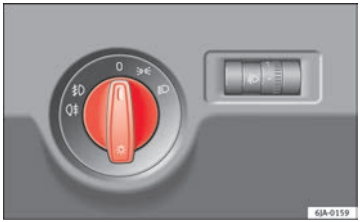

Fig. 54 Instrument panel: Light switch
The location of the controls of **right-hand drive** cars differs slightly from the location shown here ⇒ Fig. 54 ⇒ page 97. However, the symbols indicating the respective positions of the controls remain the same.
– Turn the light switch ⇒ Fig. 54 to position ≡D.
– Turn the light switch ⇒ Fig. 54 to position 0. ■
Turn the light switch ⇒ Fig. 54 ⇒ page 97 to position 0.
– Turn the light switch ⇒ Fig. 54 A ⇒ page 97 to position ≡⊂ and engage the steering lock.